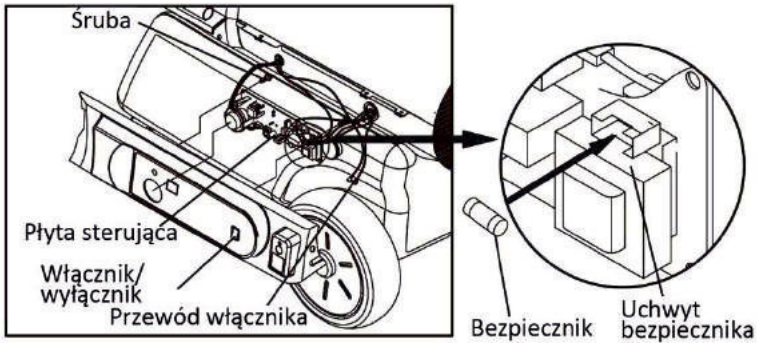

Rysunek 14. Demontaż bezpiecznika
Te śruby mocują płytę sterującą do osłony bocznej (rysunek 14)
6. Wyjmij bezpiecznik z jego uchwytu i wymień go (rysunek 14)